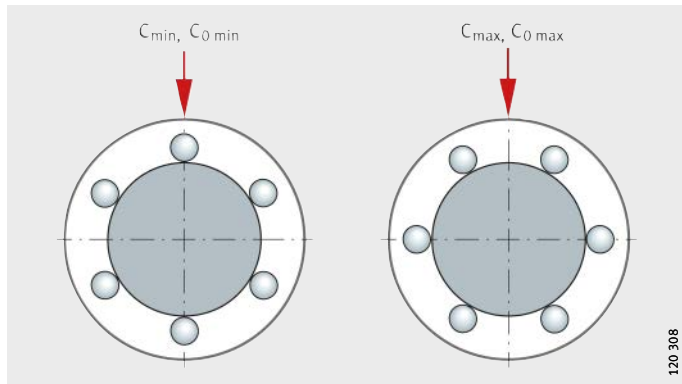

Figure 2
- La charge de base minimale C_{min} et $C_{0\,min}$ est obtenue dans la position au sommet, *figure 2*.
- La charge de base maximale C_{max} et $C_{0\,max}$ est obtenue dans la position symétrique, *figure 2*.
- Pour les KH, KN..-B, KS, KB et KBS ce sont les charges de base minimales et maximales qui sont valables, *figure 2*, page 18.